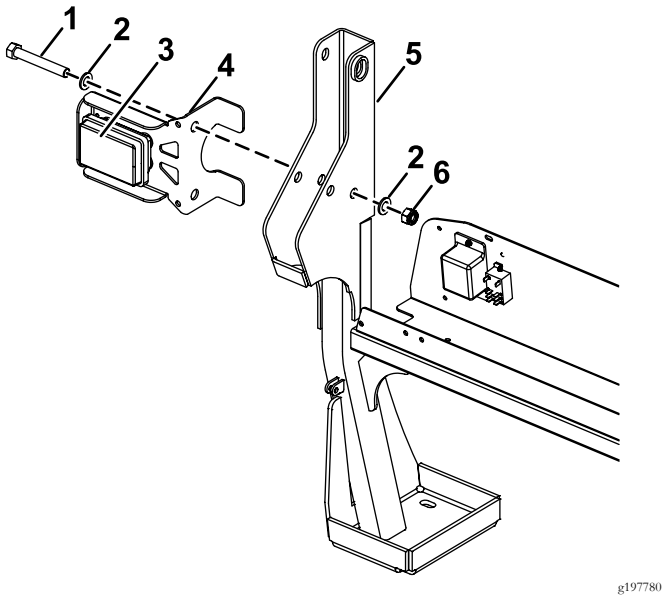
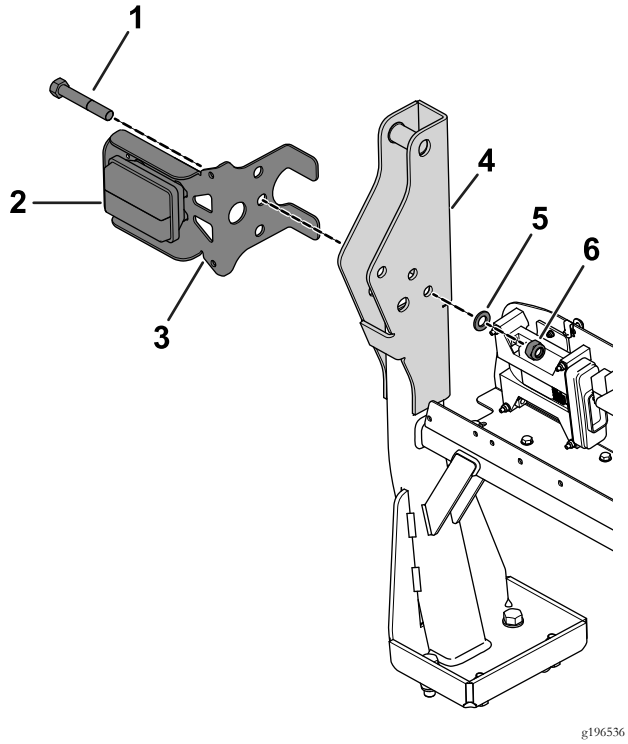

Figure 2
Figure 3
2. Boulon (4)
6. Alignez le trou indiqué dans le support d'éclairage arrière gauche et le trou dans l'arceau de sécurité, et insérez le boulon (M16 x 110 mm) neuf assorti des rondelles existantes (Figure 2 ou Figure 3).